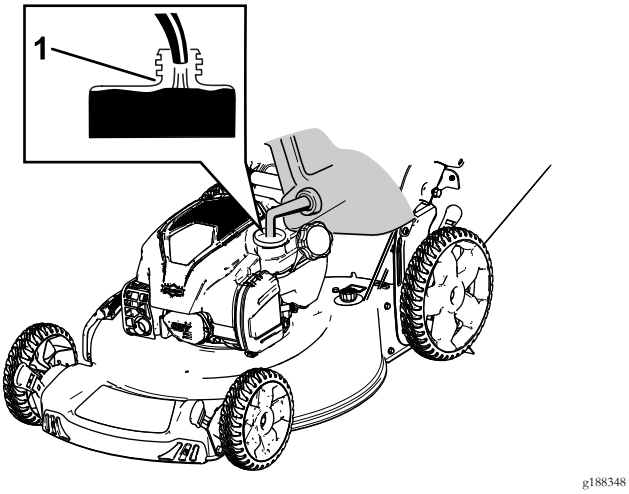

Rysunek 11
2. Wyjmij wskaźnik poziomu, obracając jego korek w lewo i wyciągając go (Rysunek 11).
5. Odczytaj poziom oleju na wskaźniku (Rysunek 11).